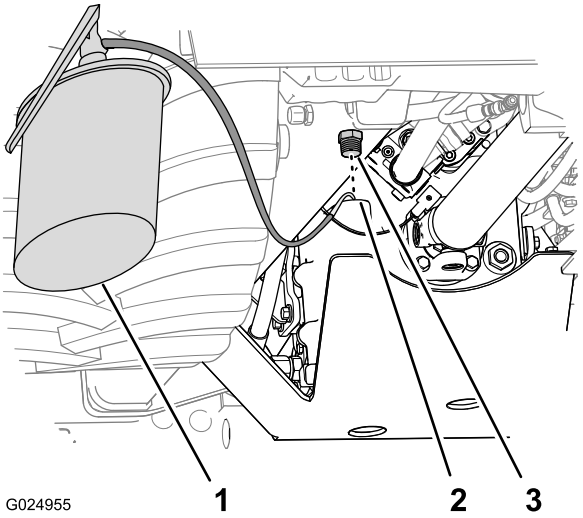

Figure 95
4. Fill the transmission with the specified oil through the fill port (Figure 95).